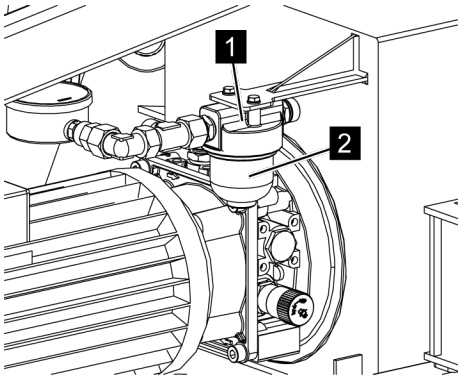

Fig. 112: Unscrewing the filter bowl
4. *Place a suitable container for hydraulic oil under the high-pressure filter (*Fig. 112/*1).*
5. *Carefully unscrew the filter bowl (*Fig. 112/*2).*